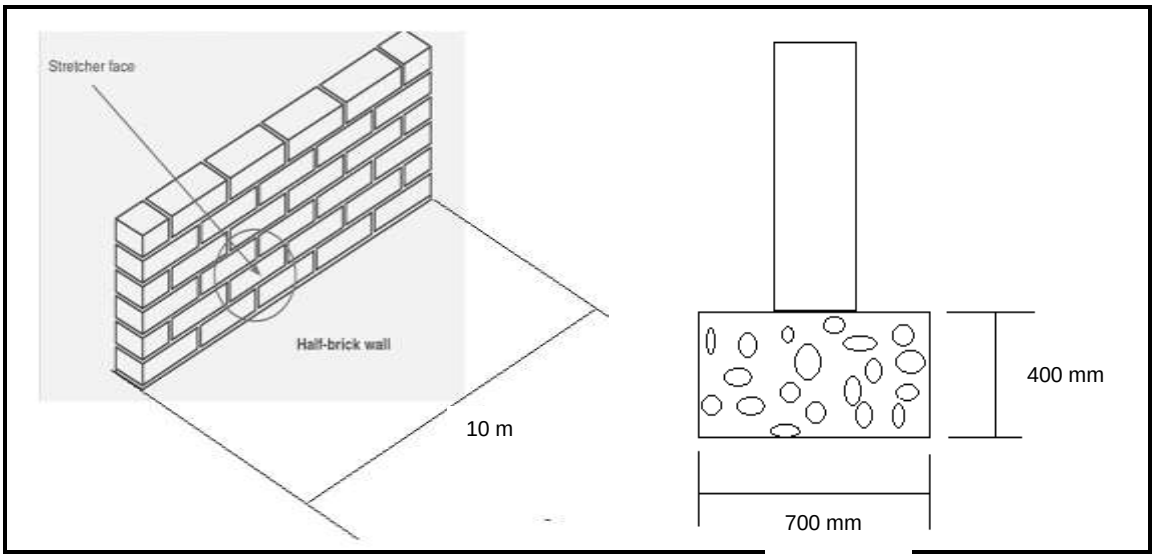

FIGURE 5
5.7 Study FIGURE 5 and answer the questions.